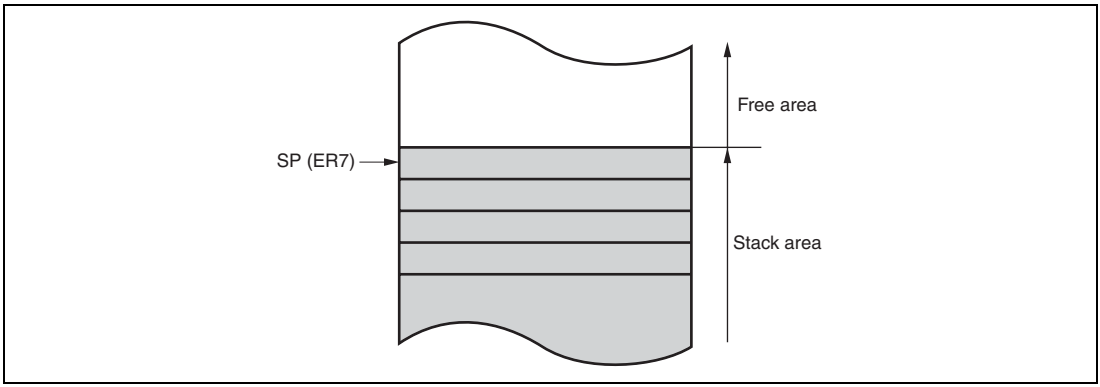

**Figure 2.8 Stack**
General register ER7 has the function of stack pointer (SP) in addition to its general-register function, and is used implicitly in exception handling and subroutine calls. Figure 2.8 shows the stack.